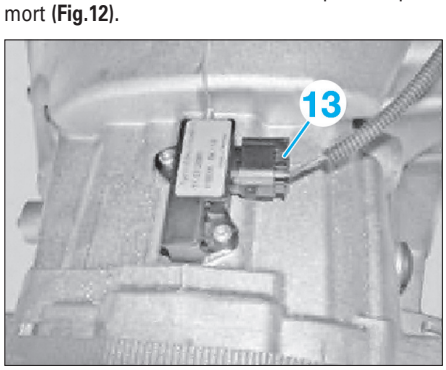

Fig. 12
• Débrancher le connecteur (13) du capteur de point mort **(Fig.12)**.